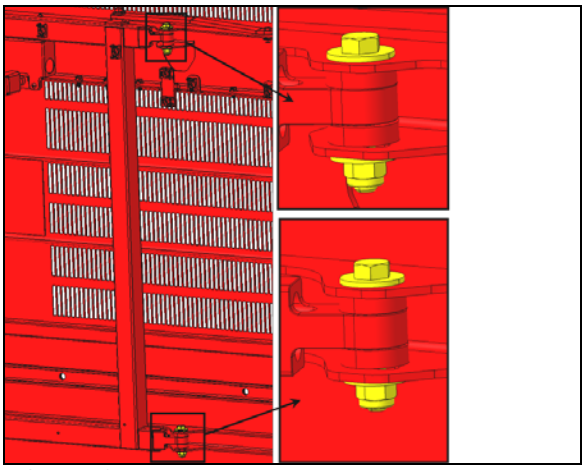

FIGURE 52
4. If the vertical position is out of tolerance, rotate the door using the adjustment provided on the inner side of the door, at the attachment points between the arm and the door (**FIGURE 52**).